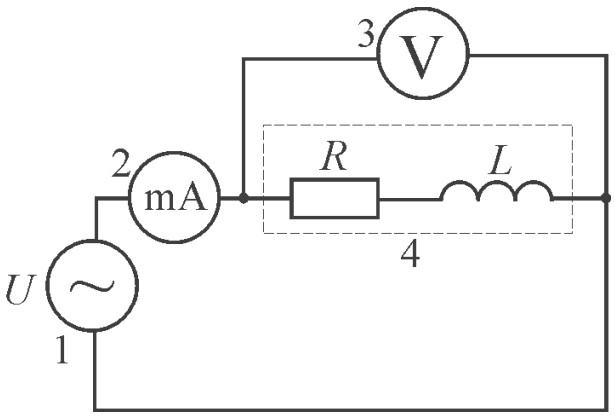

Рис. 14.1. Электрическая схема:
Электрическая схема установки показана на рис. 14.1, монтажная – на рис. 14.2. Миниблок «Катушка с сердечником» представляет собой каркас, на который намотано ***N*** витков провода. В каркас может вставляться сердечник. Катушку 4, имеющую индуктивность *L* и сопротивление *R*, и мультиметр 2, соединённые последовательно, подключают к генератору напряжений специальной формы 1. Напряжение на катушке измеряют мультиметром 3 с большим входным сопротивлением.
2. Собрать электрическую цепь по монтажной схеме, приведённой на рис. 14.2, подключив катушку с сердечником. Установить режимы работы мультиметров (рис. 14.1).